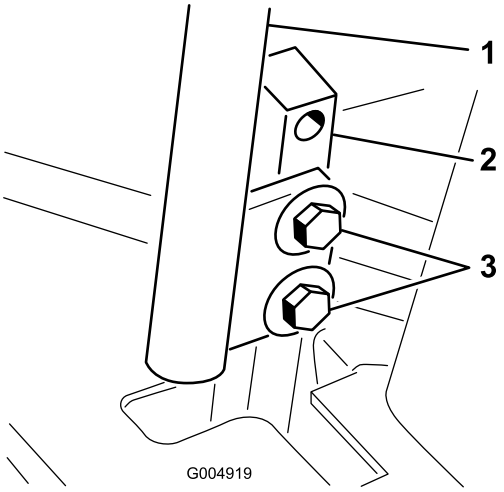

Figur 58
3. Løsne boltene som fester kontrollspakene (Figur 58)